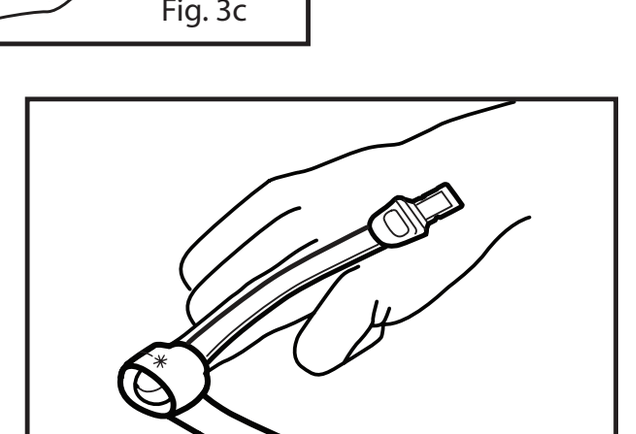

Fig. 4b
2. Consulte la **Fig. 4b.** Envuelva la banda adhesiva alrededor del dedo de modo que el emisor quede colocado sobre el lecho ungueal con el borde de la cinta en la punta del dedo (no en la punta de la uña). Es necesario que la ventana del detector quede completamente cubierta para garantizar la obtención de datos precisos.